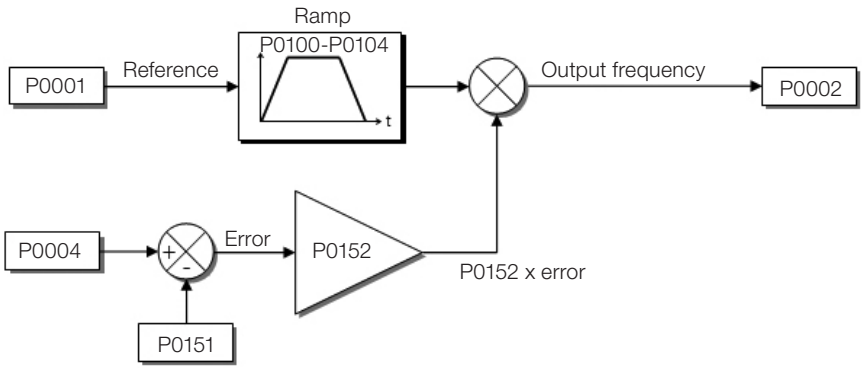
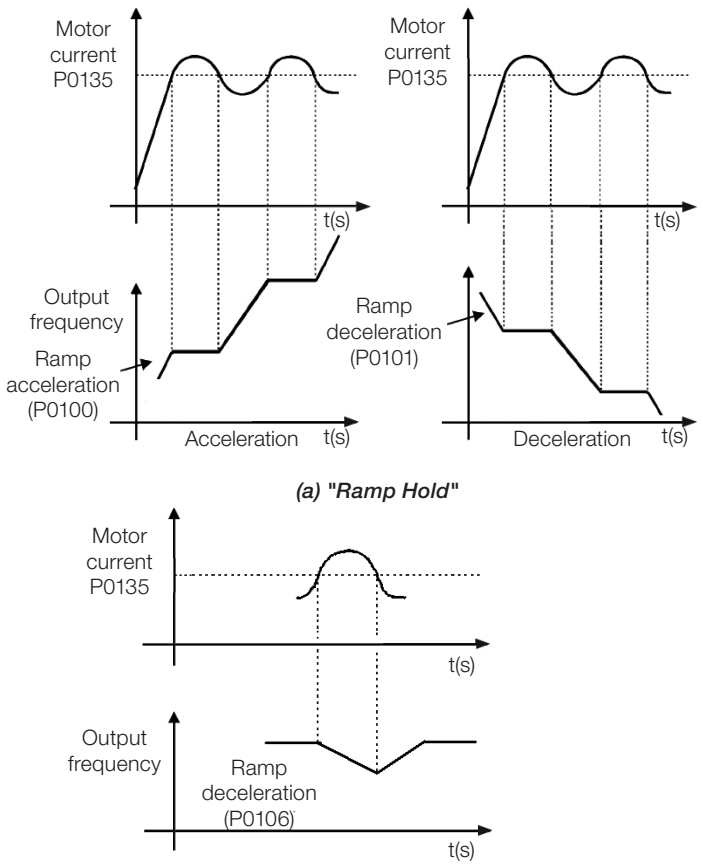

Figure 9.8: *Block diagram of DC Link voltage limitation – Accelerate Ramp*
Figure 9.10: *(a) and (b) Actuation modes of Current Limitation via P0135*
- Actuation: the DC Link voltage is measured (P0004) and compared to the value set in P0151; the difference between those signals (error) is multiplied by the proportional gain (P0152); the result is then added to the ramp output, as per Figure 9.8 on page 9-10 and Figure 9.10 on page 9-12.
- Actuation: if the motor current exceeds the value set in P0135 during acceleration or deceleration, the speed will not be incremented (acceleration) or decremented (deceleration). When the motor current reaches a value below P0135, the motor accelerates or decelerates again. Refer to Figure 9.10 on page 9-12.
- Actuation: if the motor current exceeds the value set in P0135, a null value is forced for the speed ramp input forcing the motor deceleration. When the motor current reaches a value below P0135, the motor accelerates again. Look at Figure 9.10 on page 9-12.
Current level to activate the current limitation for the Ramp Hold and Decelerate Ramp modes, as per Figure 9.10 on page 9-12, respectively.